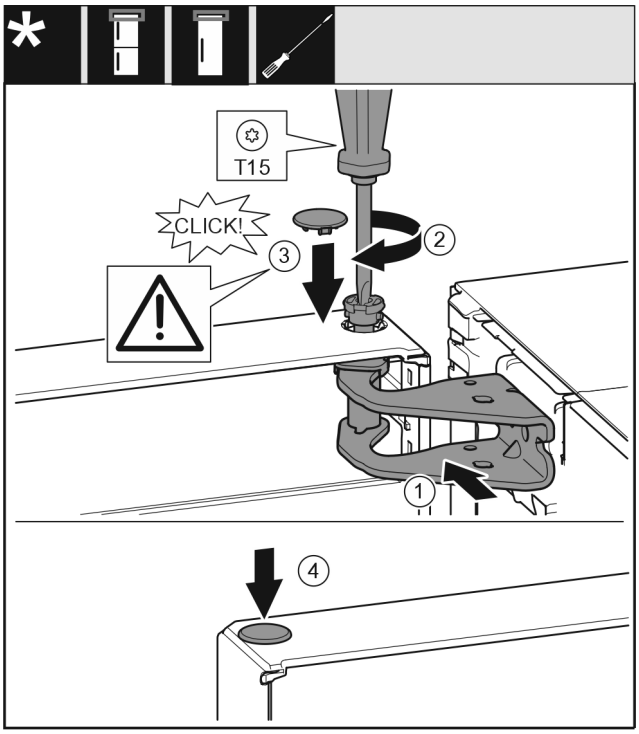

Fig. 21
- ▶ Выровняйте дверь вверху по отверстию в опорном кронштейне *Fig. 21 (1)*.
- ▶ Вставьте палец *Fig. 21 (2)* и затяните отверткой.
- ▶ Установите крышку *Fig. 21 (3)*.
- ▶ Проследите за тем, чтобы крышка *Fig. 21 (3)* прилегала к дверям.
- ▶ Установите крышку *Fig. 21 (4)*.